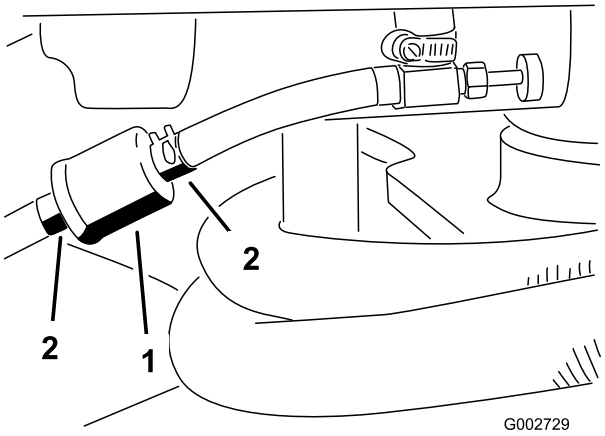

Figuur 28
1. Sluit de brandstofafsluitklep, maak de slangklem op het filter aan de kant van de carburateur los en verwijder de brandstofslang van het filter (Figuur 28).